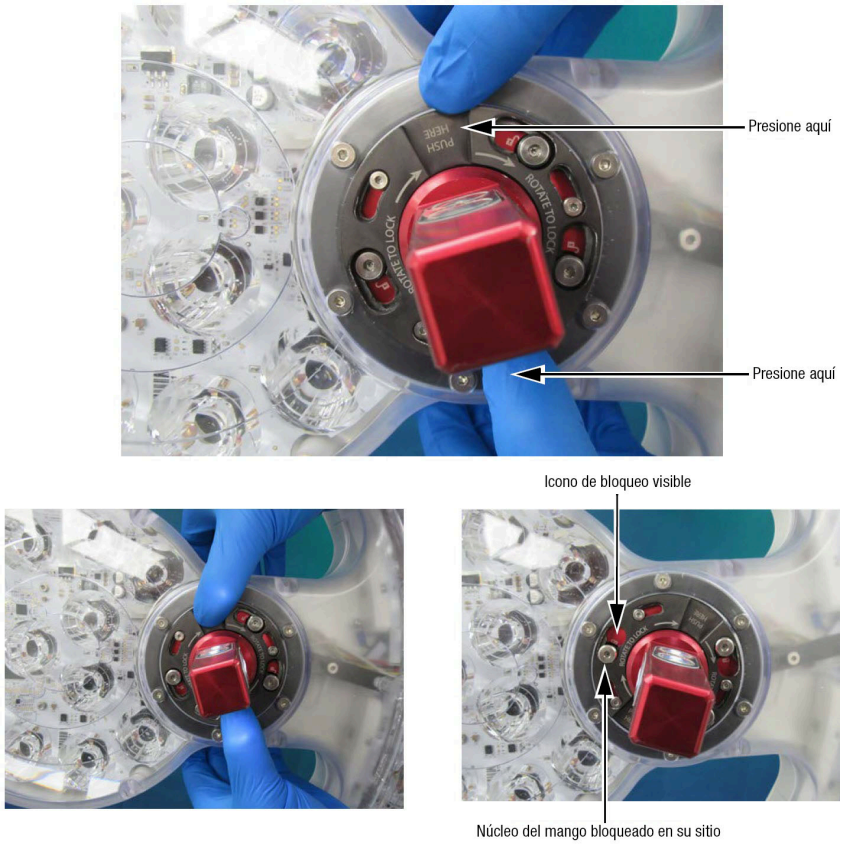

Figura 6-29. Extracción del núcleo del mango
2. Pulse en dos puntos con la inscripción “Empuje aquí” en el núcleo del mango y gírelo hacia la izquierda para desbloquearlo. Consulte la *Figura 6-29*.